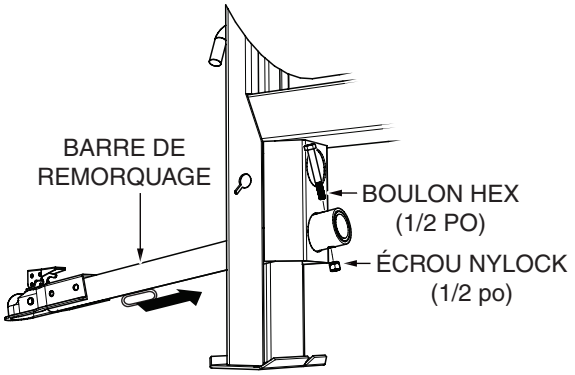

Figure 7. Insertion de la barre de remorquage
1. Insérer la barre de remorquage dans l'ouverture ronde située au bas du pied de la bétonnière (Figure 7).
2. Aligner le trou de la barre de remorquage avec le trou du châssis de la bétonnière (Figure 7), et insérez un boulon de 1/2 pouce dans la barre de remorquage et le châssis. Fixer la barre de remorquage au châssis avec un écrou nylock de 1/2 pouce. Le serrer à 40 pi.-lbs.